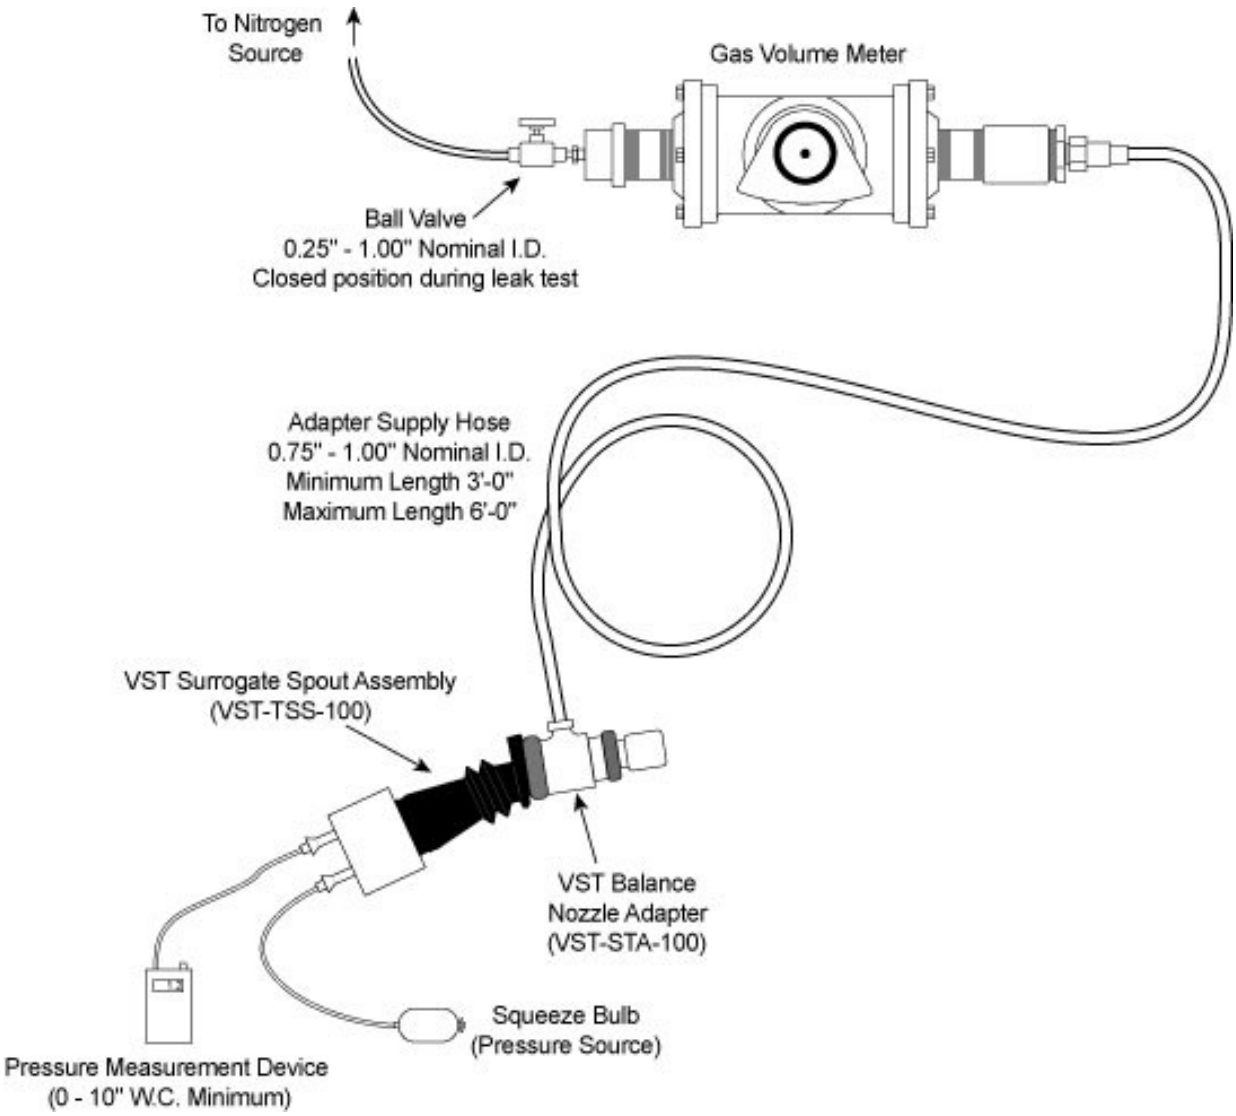

Figure 2
2.1 A tight fitting VST Balance Nozzle Adapter is placed on the spout of the dispensing nozzle. The VST adapter, which allows the introduction of nitrogen into the nozzle vapor collection path, is connected to the outlet side of a reference volume gas meter. The inlet side of the reference volume gas meter is connected to a flow meter (rotometer) that is attached to a high pressure nitrogen cylinder and a pressure regulator. See Figure 2. Nitrogen is introduced through both the reference volume gas meter and the INCON ISD System Vapor Flow Meter. Nitrogen flow volumes from both meters are then compared with each other to determine the accuracy of the INCON ISD System Vapor Flow Meter. This process is repeated for the remaining INCON ISD System Vapor Flow Meter equipped dispensers at the GDF.
6.3 Assemble the equipment as shown in Figure 2: INCON ISD System Vapor Flow Meter Test Assembly. Leave the VST Balanced Nozzle Adapter off of the nozzle at this time. Do not enable the dispenser to dispense product. Remove nozzle and utilize any method to keep the nozzle hook in the off position.
7.6 Install the VST Balance Nozzle Adapter on the appropriate nozzle as shown in Figure 2. Lubricant can be applied to the nozzle spout and the face seal or boot face (rubber boot) of the nozzle and the back of the VST Balance Nozzle Adapter if necessary.